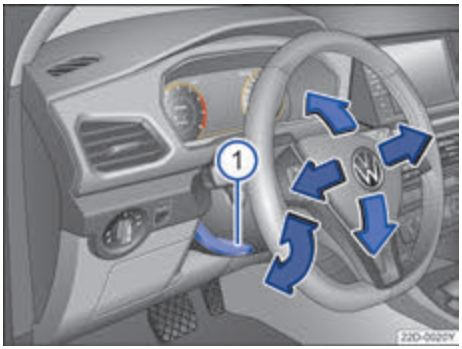

图 61 调节方向盘位置
– 将图示操纵杆→ 图 61①向下翻转。
– 将操作杆①用力向上推，直到它回复到锁止位置 →⚠。